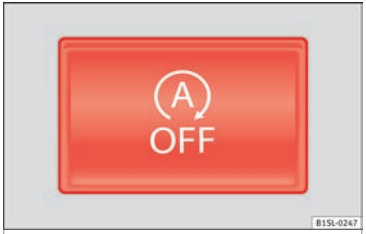

Fig. 93 At the top of the centre console: Start-Stop system button
- Press the button ⓐ OFF situated in the centre console »» Fig. 93.